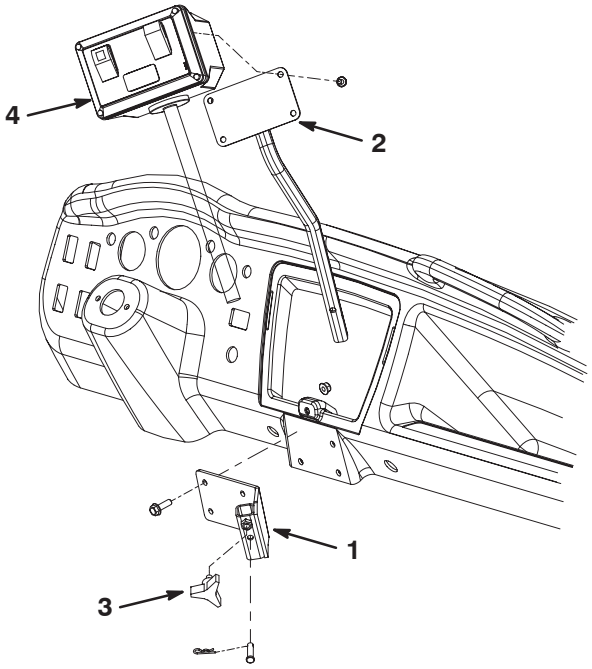

Figur 9
1. Montera mottagarenheten på Workman-fordonets instrumentpanel med (4) 5/16–18 x 1 tums huvudskruvar och muttrar. Placera komponenterna enligt figur 9.